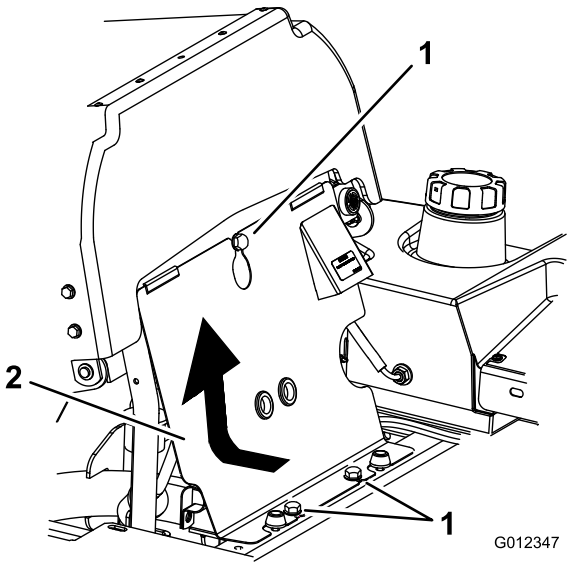

**Figuur 37**
1. Kantel de stoel naar voren, draai de bouten van de kap los en verwijder de motorkap van de voorzijde (Figuur 37).